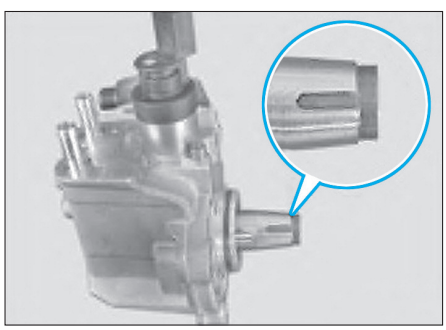

Fig. 64
• Lors de la pose d'une pompe haute pression neuve, il faut adapter la pompe au pignon de chaîne. A cet effet, retourner de 45° dans le sens des aiguilles d'une montre (vu d'en haut) la pompe haute pression au moyen d'une pince placée sur la partie épaulée de l'arbre **(Fig.64)**.